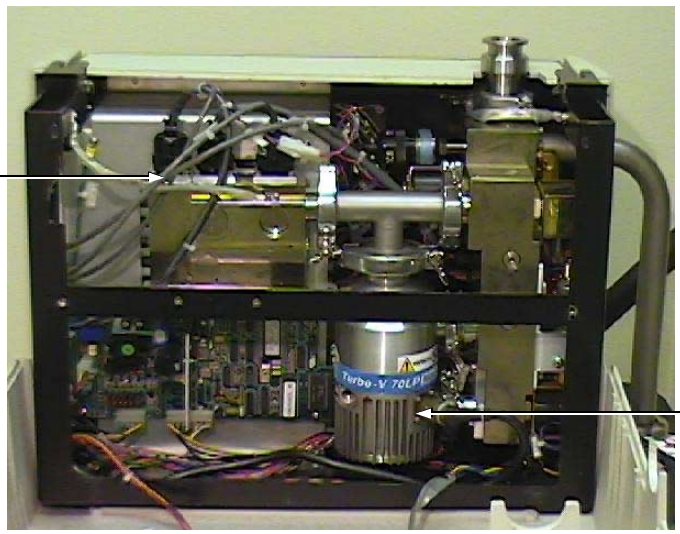

Figure 8-2 Spectrometer Tube and Turbo Pump
1. Vent the spectrometer tube (Figure 8-2) by turning the knurled nut on the turbo pump (knurled nut not shown in this view) approximately 1/4 turn counterclockwise.
The spectrometer tube is located in the center front of the 979 just behind the front panel (Figure 8-2).